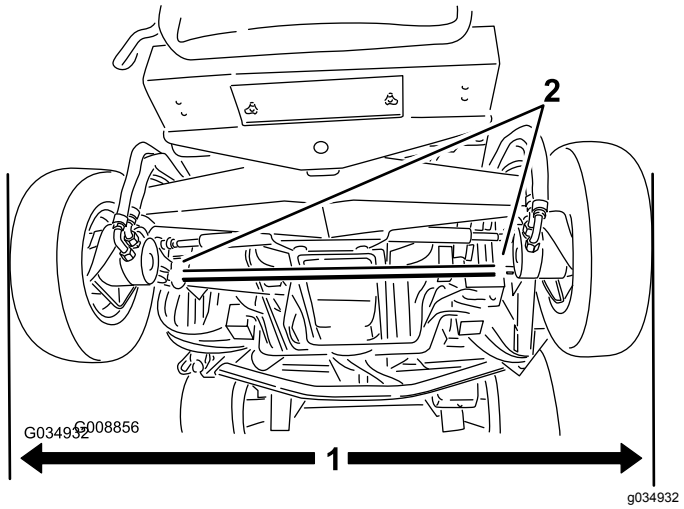

Figur 118
1. Med bakhjulene i en rett posisjon, mål den utvendige avstanden (i akselhøyde) foran og bak på bakhjulene (Figur 118).
2. For å justere spissingen løsner du klemmene på begge sider av parallellstagene (Figur 118).